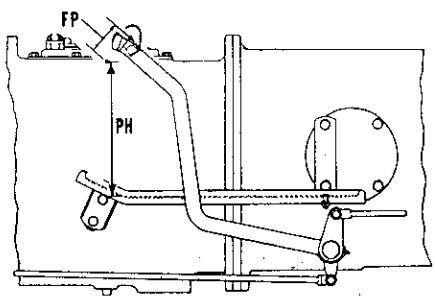

Fig. 172–Drawing showing free pedal (FP) and pedal height (PH) measurements for double clutch equipped tractors.
On early double clutch models which have clutch release shaft arm with two holes, both pedal height and free play must be adjusted. Refer to Fig. 171 and proceed as follows: Loosen locknut (1) and carefully depress clutch pedal by hand until free play is just removed. Hold pedal position and back out stop screw (2) until it contacts housing stop. Refer to Fig. 172 and measure pedal height (PH) from footrest. Pedal height should be 9¼ inches for early models or 8½ inches for late models. If it is not, loosen clevis locknut (6—Fig. 171), remove clevis pin (4) and turn clevis as required until specified pedal height is obtained. After adjusting pedal height, turn stop screw (2) until free play, measured at pedal pad, is 1½ inches on early models or 1¼ inches on late models.